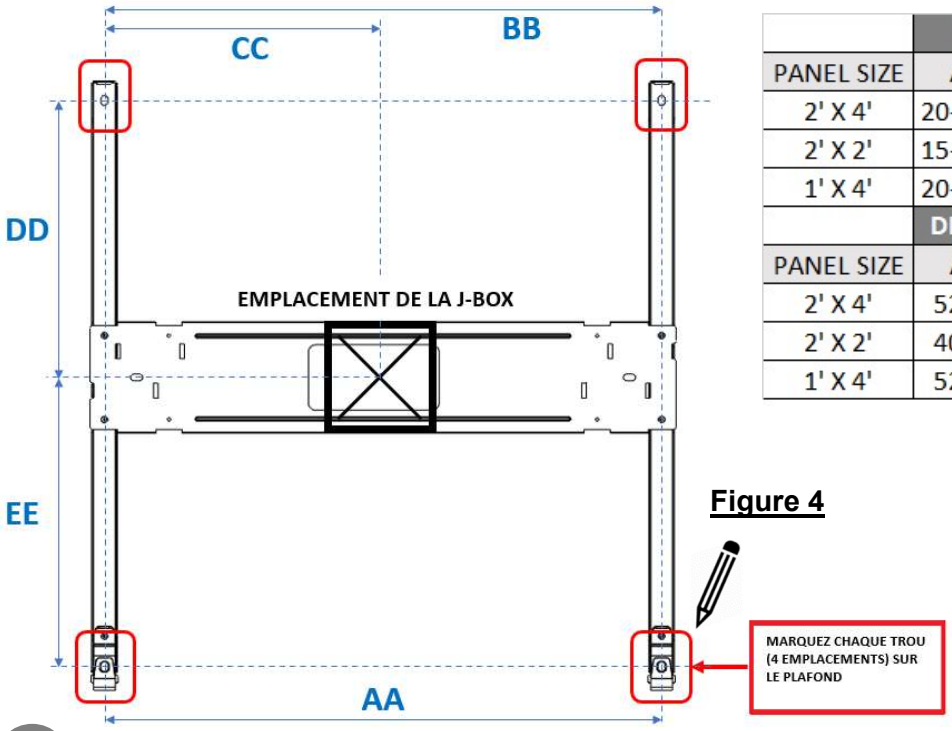

Figure 4
- Positionner le support de montage par rapport au J-BOX conformément à la figure 4 (Dim CC et DD) et marquer quatre (4) points de montage.
- (Pour le plafond de cloison sèche): Percer quatre (4) trous de montage à l'aide d'un foret de 13mm sur les points de montage préalablement marqués.